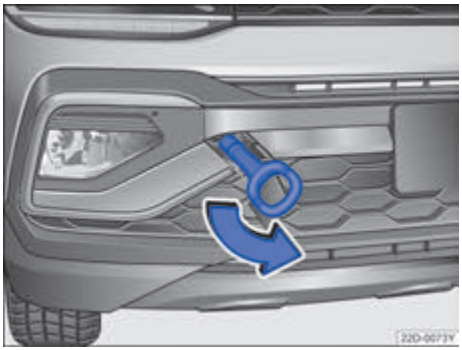

图 147 安装牵引环
- 将牵引环朝箭头方向拧入螺纹孔内，直到限位位置→图 147。